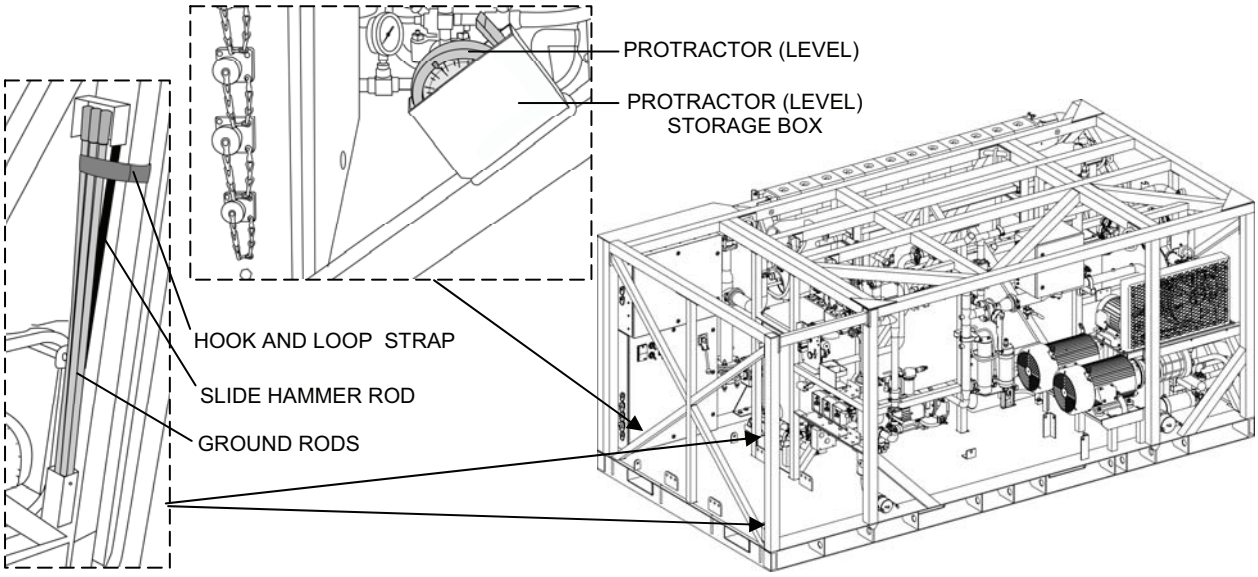

Figure 2. Ground and Slide Hammer Rod Storage.
3. Pack the ground rod sections and the slide hammer rod in the storage brackets at the left front corner of the skid and secure with an 18-in. hook and loop strap (Figure 2).
4. Store the protractor (level) in the protractor (level) storage box (Figure 2).